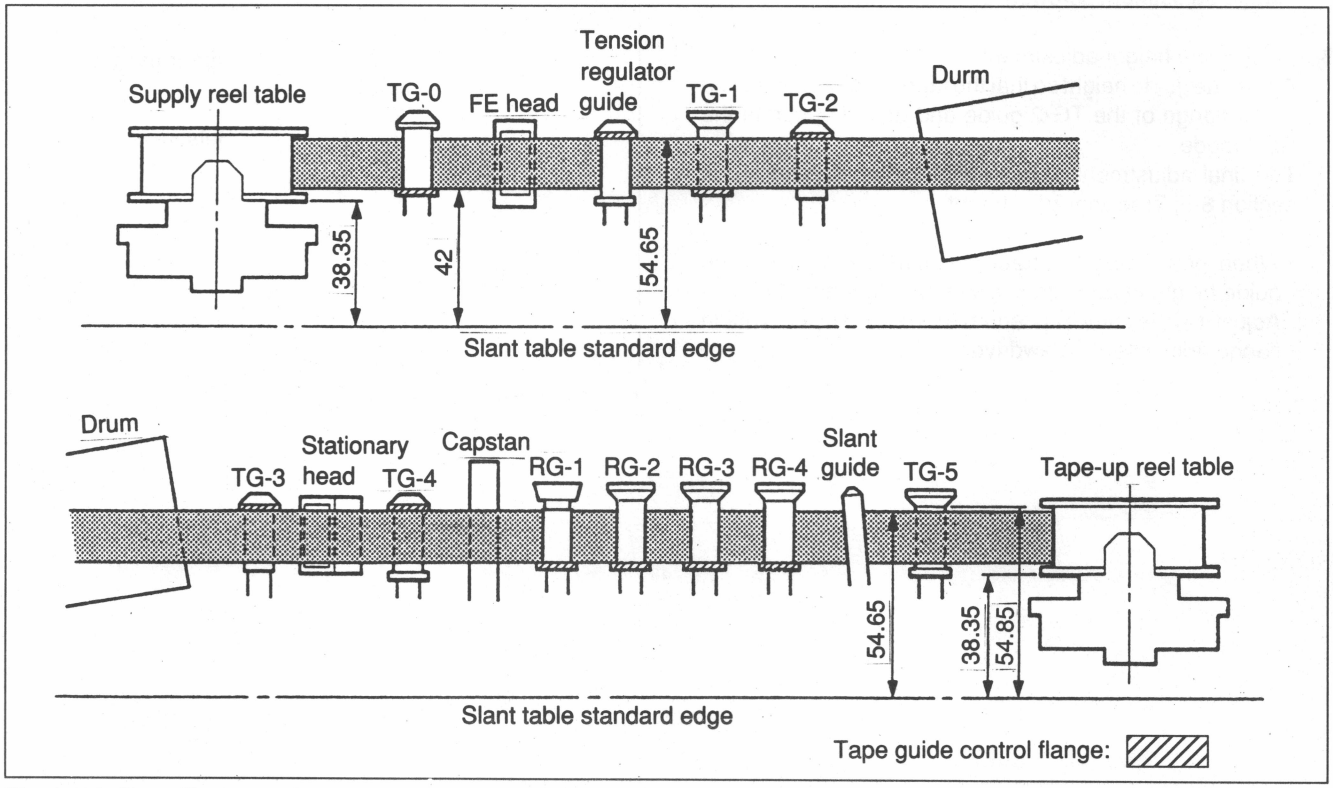

Fig. 8-3-3. Tape Transport Adjustment
A. The standard of the reel table and guide height is shown in Fig. 8-3-3. When a component has been replaced, mount the component referring to the value shown below.